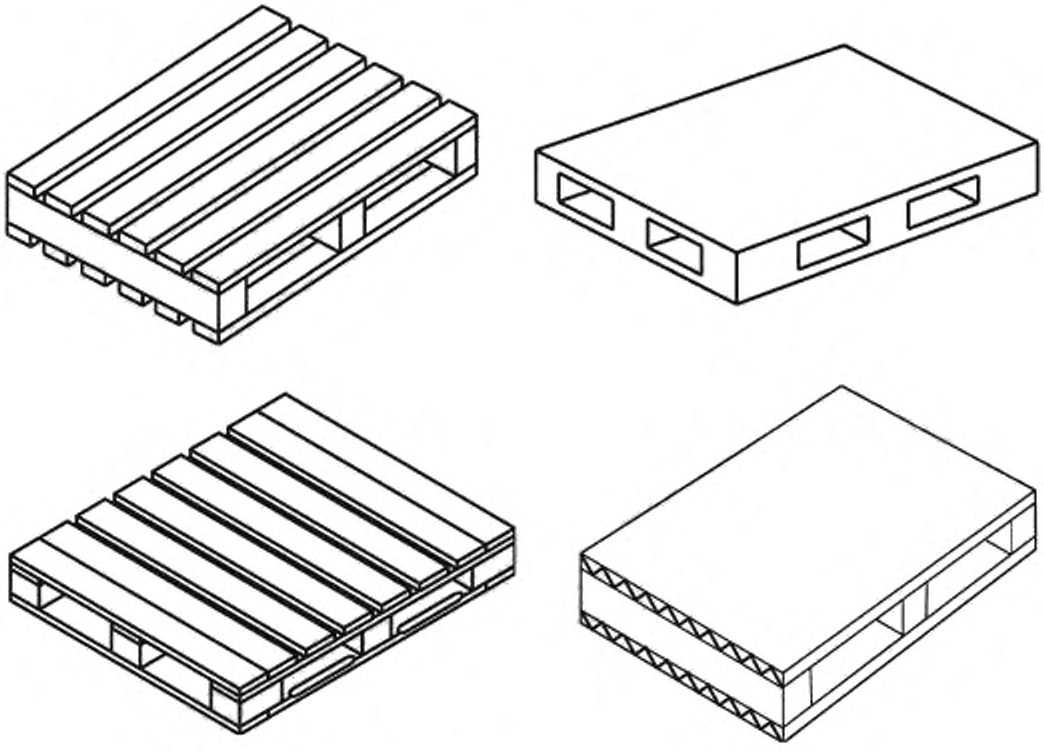

Рисунок 6 — Двусторонние поддоны
3.5 **двусторонний поддон:** Двухнастильный поддон, в котором верхний и нижний настилы способны выдерживать одинаковую полезную нагрузку (использоваться в качестве опорной поверхности для размещения груза) (см. рисунок 6).